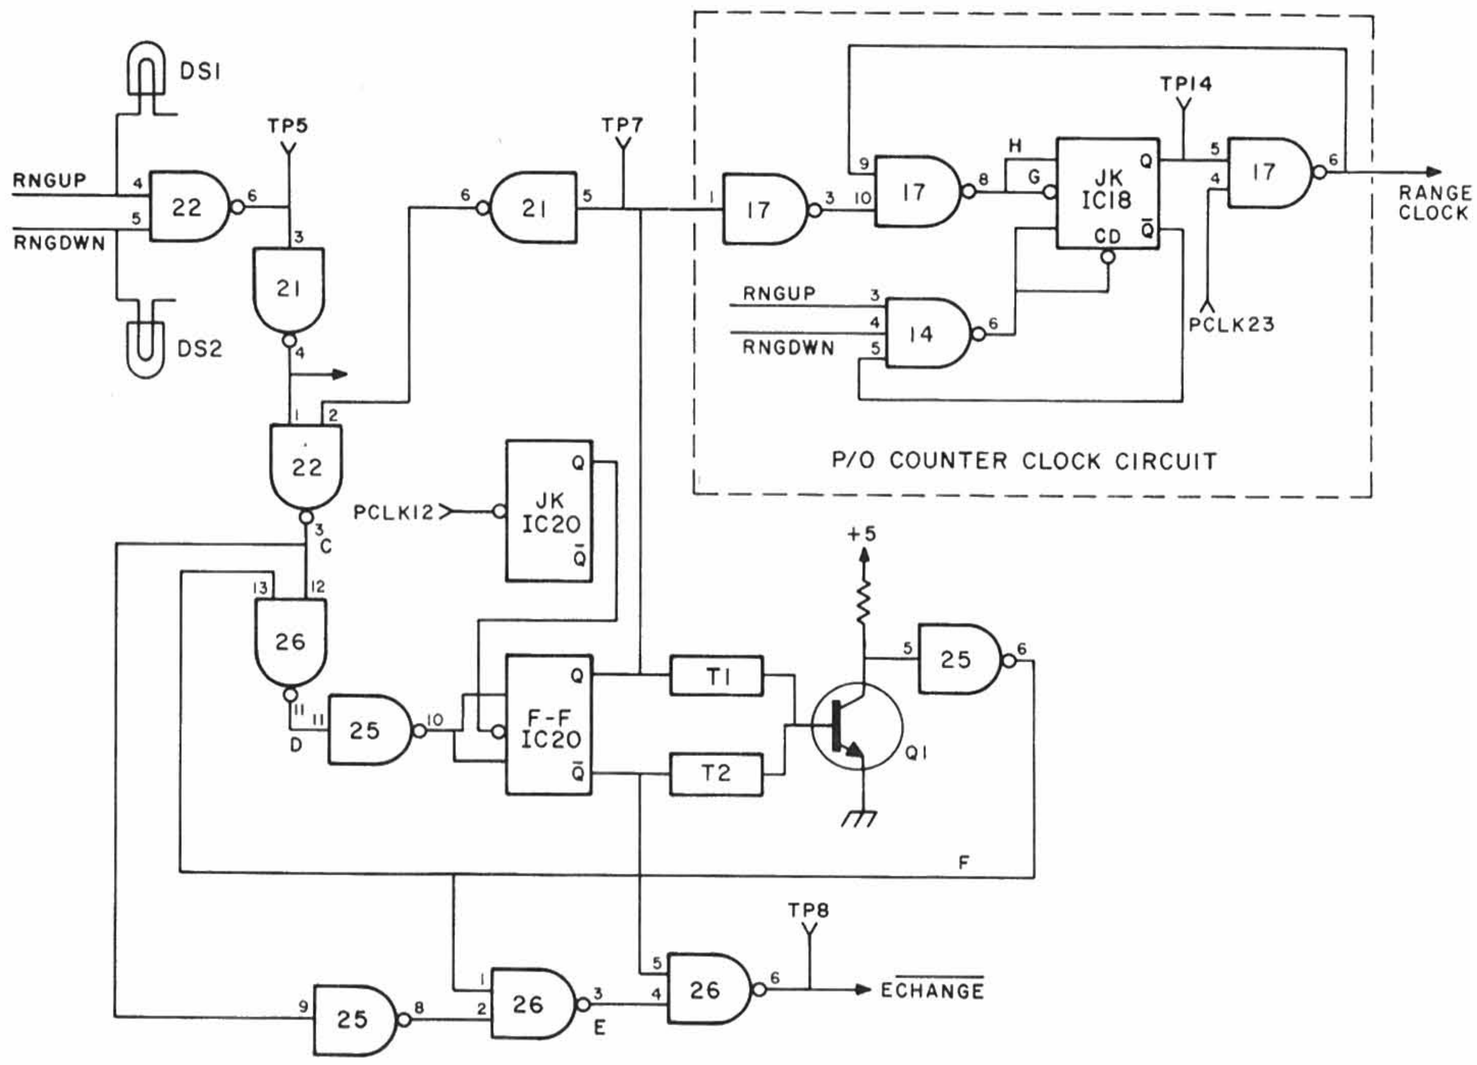
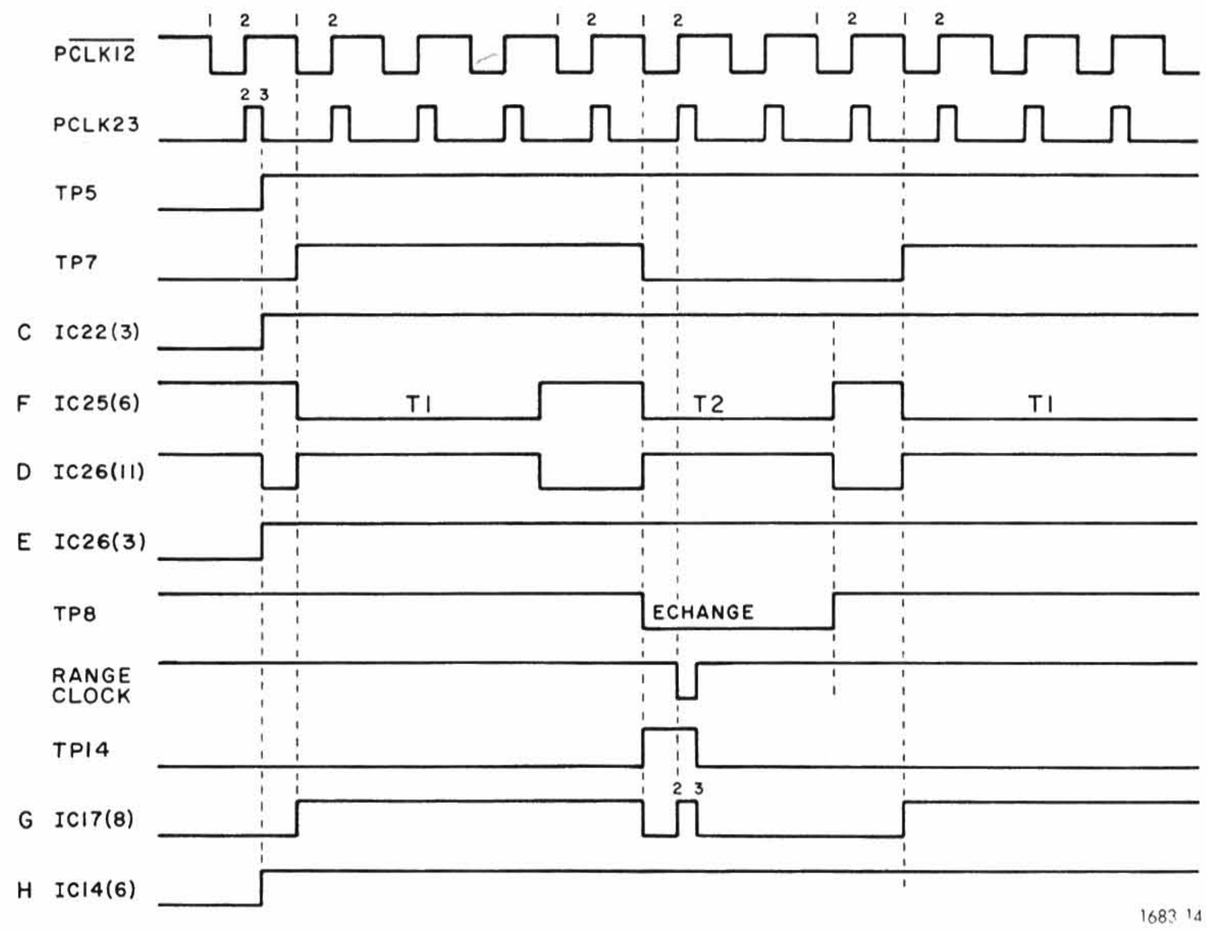

Figure 4-41. Range delay circuit.
Figure 4-42. Timing diagram, change range on all ranges.
Range Delay. Figure 4-41 shows a diagram of the range-delay circuit. Timing diagrams, Figures 4-42 to 4-44, illustrate three different timing conditions so that operation can be understood: (1) when a change of range is required on all ranges (TP5 is always a "1"); (2) when there is one change of range and another might be necessary — the first timing period is completed and the second period is started, and the bridge indicates that a change of range might be necessary (TP5 is a "1" during a portion of the second time period, T2); and (3) a change of range is indicated but the bridge decides not to change range (TP5 goes to "0" during time period T1).
The operation of this circuit can best be described by looking at Figure 4-41 and the timing diagrams (Figure 4-42 to 4-44) for each of the above described conditions. The circuit must look at the signal at TP5 and determine if a range change is in order. If one is, a RANGE CLOCK pulse that commands the range counter to change one count will be produced at pin 6 of IC17. Also, signal E$\overline{CHANGE}$ will be produced to inhibit the oscillator (first 5 ms) and the main gates (25 ms) during the range or possible range change and to reset the balance flip-flop on the P board to prevent any possible balance condition from occurring during this time.
Essentially what happens in the delay circuit is that when TP5 goes to "1", the set and clear gates of flip-flop IC20 are enabled, since the pin-6 output of IC25 is initially a "1". The flip-flop is then set by the negative-going edge of PCLK12, causing the output of IC25(6) to go to "0" and disable the gates of the flip-flop. Note that PCLK12 is frequency-divided by JK IC20 before being applied to flip-flop IC20, and, therefore, the switching action of flip-flop IC20 is one-half that of the pulse rate of PCLK12, shown in Figures 4-42 to 4-44. (The switching of IC20 occurs on the second PLCK12 pulse.)
The RANGE CLOCK signal is produced if a range-up or range-down "0" signal at gate IC14 remains "0" for the time it takes TP7 to go "0", or time T1, causing the clock input (point G, Figure 4-41) of JK flip-flop IC18 to go to "0", setting flip-flop IC18. This enables gate IC17 for pulse PCLK23, which produces the clock pulse.
Range Counter Clock. Figure 4-41 shows the range counter clock circuit. Normally, JK flip-flop IC18 is reset, Q being a "0". Gate IC17(6) is then disabled, its output a "1". This output is fed to IC17(9) as an enabling level. When a RNGUP or RNGDWN signal goes to "0", indicating a range change may be necessary, the JK flip-flop inputs are enabled by the resultant "1" at IC14(6). Since a change of range has been indicated, TP7 on the range delay will have gone to "1", This produces a "1" at point G, the flip-flop clock input. When TP7 goes to "0" at the end of time T1 (6 ms), the flip-flop will be set if signal RNGUP or RNGDWN is still "0". When set, gate IC17(6) is enabled and PCLK23 is gated through when applied to the gate. Since IC17(10) is now a "1", the flip-flop will be reset when IC17(6) goes back to "1" after PCLK23 is gated through it. The $\overline{Q}$ output to IC14(5) ensures that the flip-flop is reset in case the range control signals go to "1" before the reset action occurs.